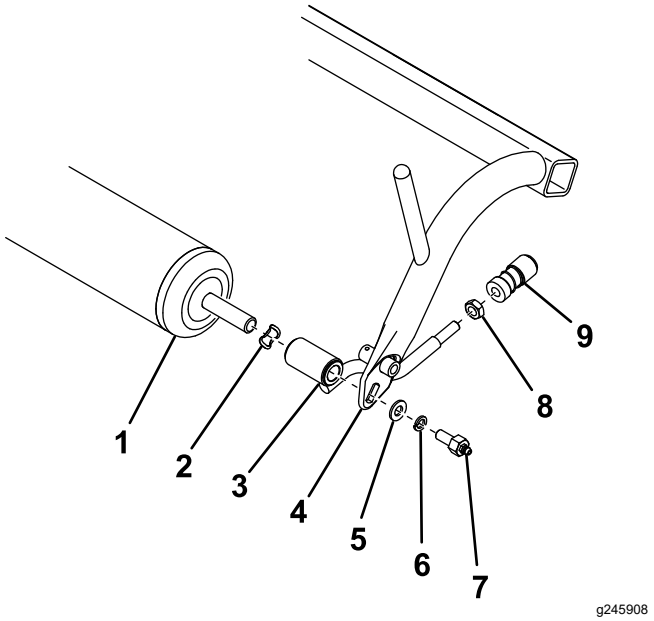

Figure 1
2. Déposez le rouleau, les rondelles élastiques, les tirants, les rondelles plates, les rondelles frein et les vis de graissage du bâti de traction (Figure 1).
3. Retirez les douilles de rotule des tirants et conservez-les (Figure 1). Mettez au rebut toutes les fixations que vous avez retirées, à l'exception du rouleau et des douilles de rotule.